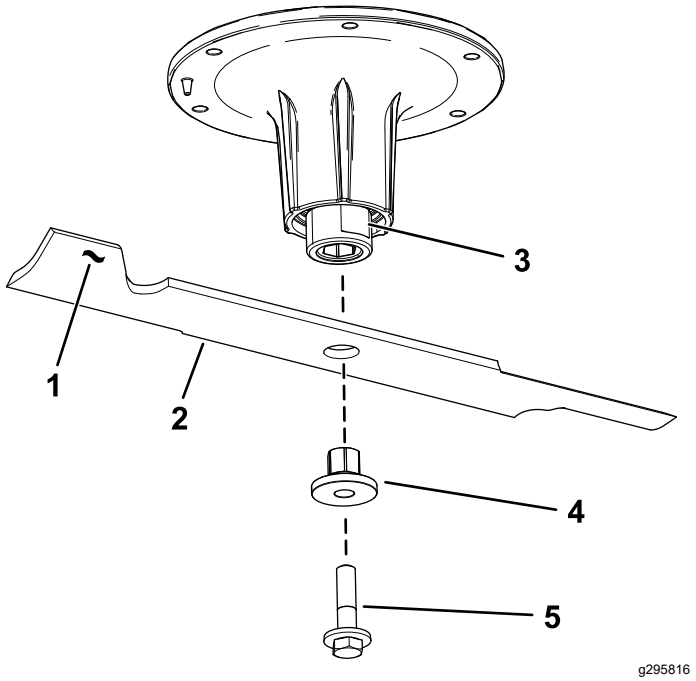

Figura 76
2. Retire el perno de la cuchilla, el buje y la cuchilla del eje (Figura 76).